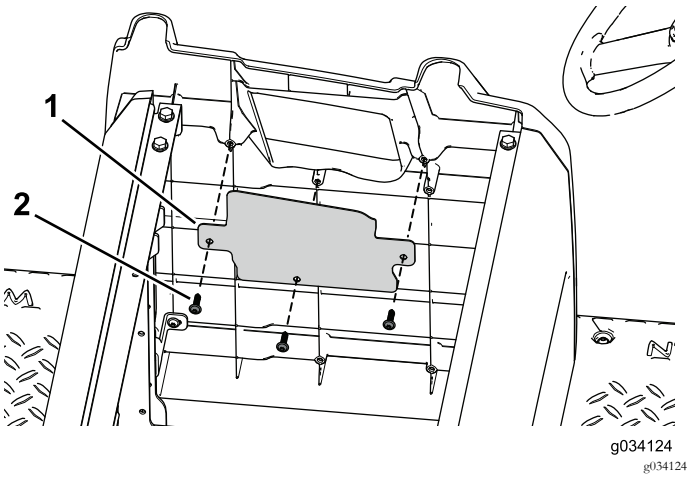

Figura 95
6. Utilice los 3 tornillos autorroscantes para sujetar la tapa de la abertura de la placa lateral (Figura 95).